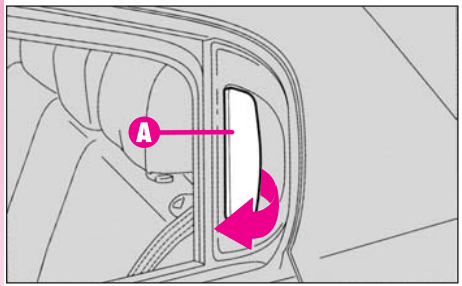

fig. 10
-Pentru a deschide ușa, eliberați închiderea centralizată și trageți de maneta de deschidere (**A-fig. 10**).